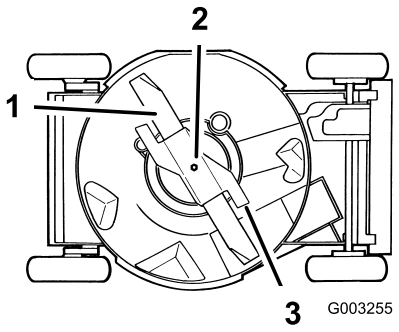

Figura 30
4. Inclinate il tosaerba sul lato **destro** (Figura 30).
Afferrate l'estremità della lama con un cencio o un guanto bene imbottito. Togliete il bullone della lama, la rondella di bloccaggio, l'acceleratore e la lama (Figura 30).